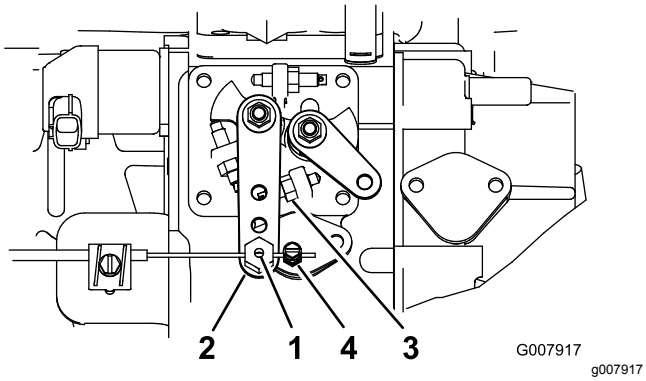

Figur 52
2. Lossa gasvajerns kontaktdon på gasvajern bredvid reglaget på insprutningspumpen (Figur 52).
3. Håll insprutningspumpens reglagearm mot det höga tomgångsstoppet (Figur 52).